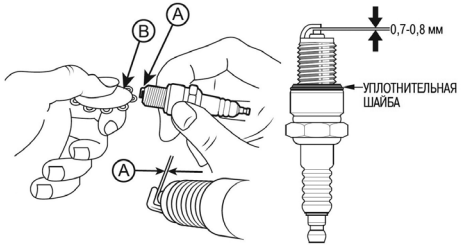

Рис. 28 Проверка межэлектродного зазора
4. Измерьте зазор А между электродами свечи зажигания специальным щупом В. Зазор должен быть 0,7-0,8 мм (Рис. 28). При увеличении или уменьшении требуемого зазора, рекомендуется заменить свечу, так как регулировка зазора может привести к изменению качества искрообразования.